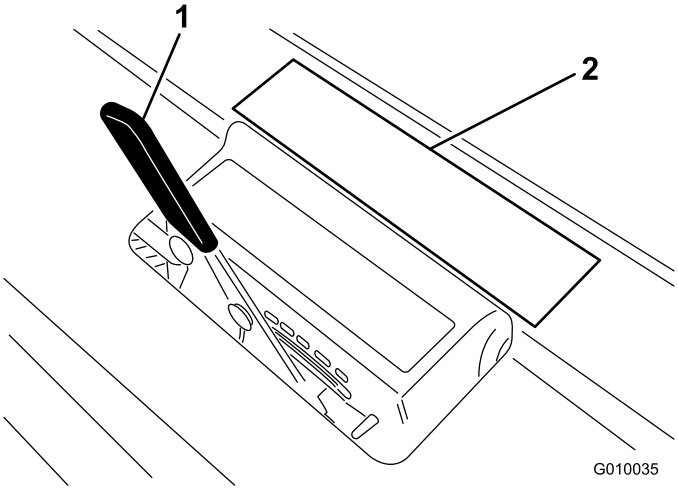

Figuur 28
2. Leg de tand op de sticker voor de werkdiepte (Figuur 28) met een uiteinde tegen de streep voor de gewenste werkdiepte (zie het tandensjabloon op de sticker).